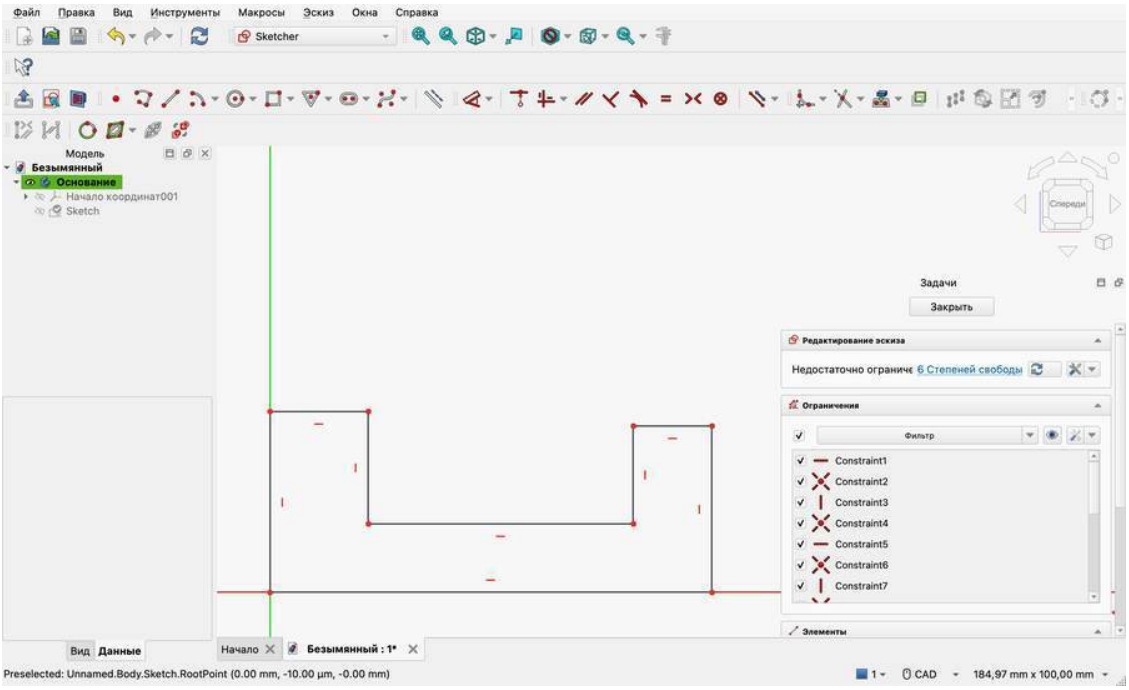

Рис. 4.8 — Профиль привязан к началу координат: осталось шесть степеней свободы
9. Щёлкните по левому нижнему углу профиля, затем по началу координат. Нажмите C — «Совпадает» (Coincident). Профиль перескочил: его угол встал в начало координат (рис. 4.8). Счётчик показывает 6.